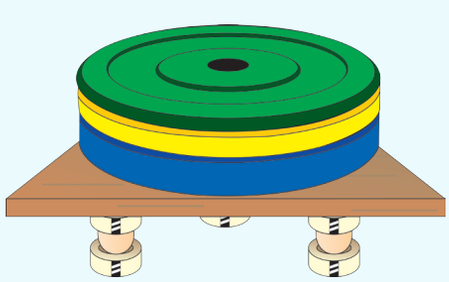

图 1.7　鸡蛋受力试验
2. 将木板放置在胶带卷上方，轻轻在木板上放置杠铃片，如图 1.7 所示。